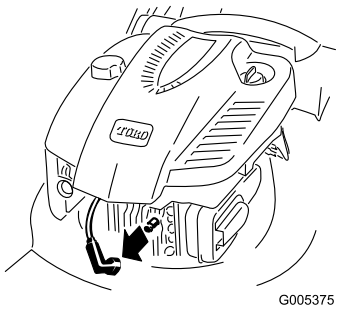

Bild 27
2. Ziehen Sie das Zündkabel von der Zündkerze ab, bevor Sie Wartungsarbeiten ausführen (Bild 27).